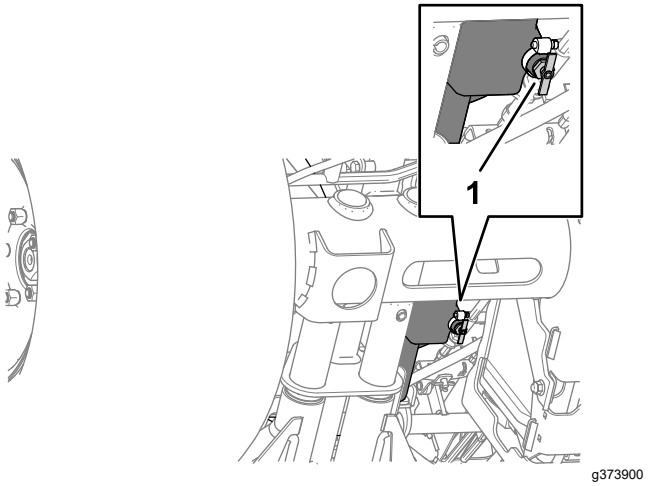

Figur 86
2. Anbring en dræningsbakke under brændstoftankens afløbsventil (Figur 86).